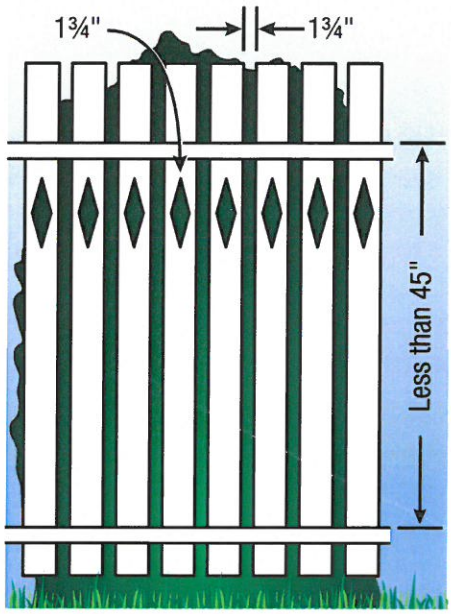

Figure 3
6. Where the barrier is composed of **horizontal and vertical members** and the distance between the bottom and top horizontal members is less than 45 inches, the horizontal members shall be located on the swimming pool side of the fence (figure 3).